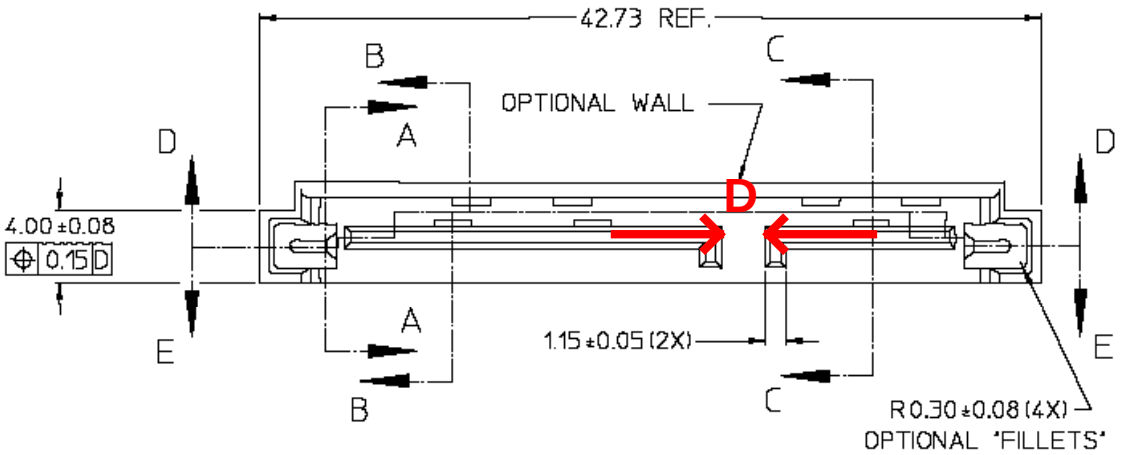

Figure 24
1. Using the inside measurement jaws of the calipers measure the width of the space between the signal and power elements of the device plug connector as shown in Figure 24. Record the measured value as *D*.